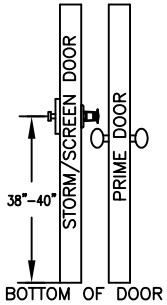

FIG. 1
1. Locate the drilling template on your storm door at the desired height being sure this hardware does not interfere with the prime door hardware, see Fig. 1. (We recommend 38"–40" measured from the bottom of the door to the center of the outside lever assembly.)